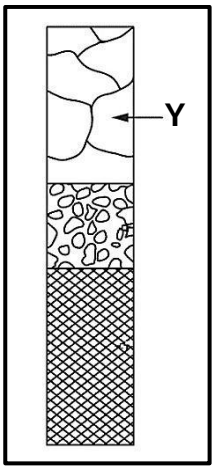

FIGUUR 1.6
1.6 FIGUUR 1.6 hieronder toon die veranderinge in metaalstrukture gedurende die uitgloeiingsproses. Watter verandering word by **Y** aangedui?